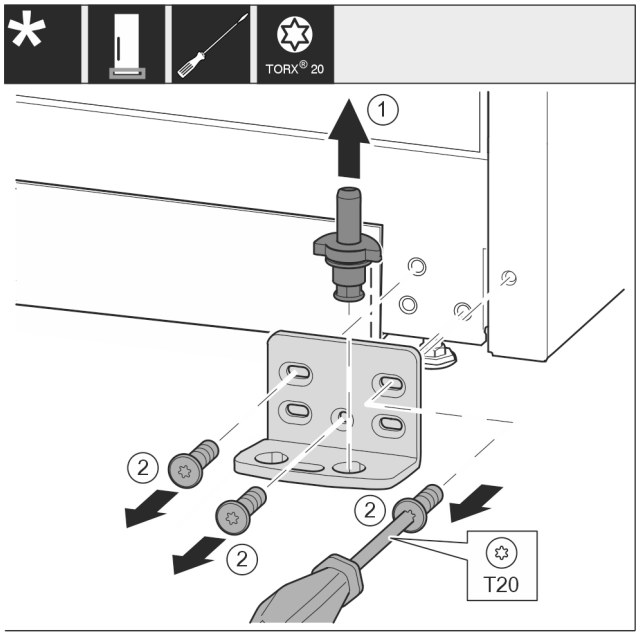

Fig. 15
- ▶ Ložiskový čep *Fig. 15 (1)* celý vytáhněte nahoru.
- ▶ Šroubovákem vyšroubujte šrouby *Fig. 15 (2)* a sejměte stojan ložiska.